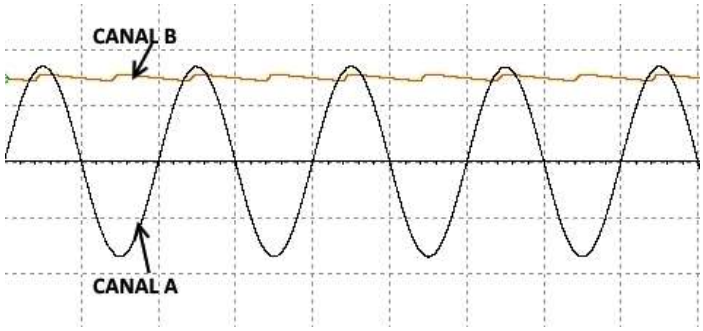

Figura 4.13 Oscilograma redresorului mono-alternanță – cu filtru
5. Cu întrerupătorul K în poziția închis (tensiunea este filtrată) se simulează funcționarea și se notează în tabelul 4.2 valorile Uef și Umed indicate de voltmetrele din circuit și Uv indicată de osciloscop. Oscilograma în această situație este prezentată în **figura 4.13**. Osciloscopul este reglat la 10 V/div și 10 ms/div;